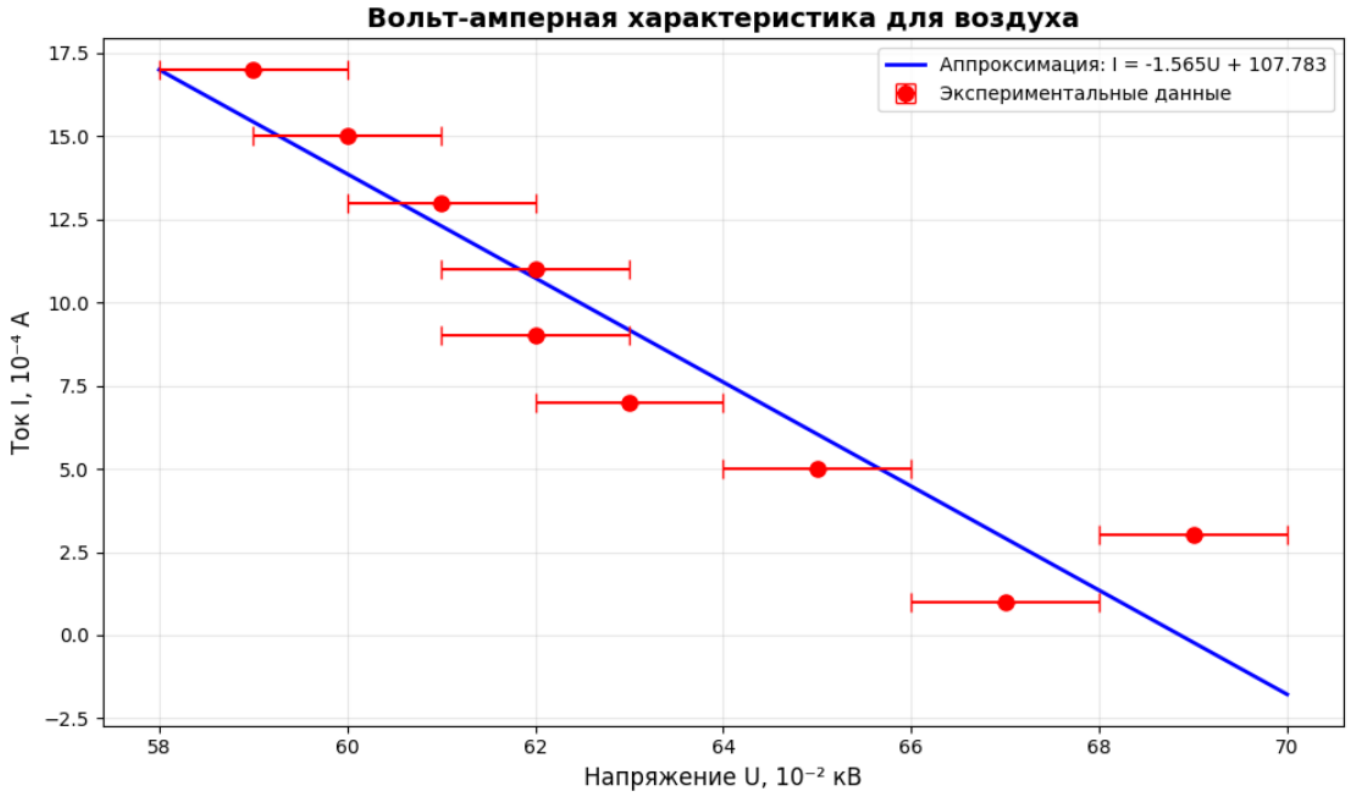

Рис. 4: Вольт-амперная характеристика стабиловольта для воздуха.
7) Установим в камере давление, соответствующее минимальному значению напряжения (0.17 торр), и снимем ВАХ стабиловольта. Результаты занесём в таблицу 2 и построим график соответствующей зависимости (рисунок 4).